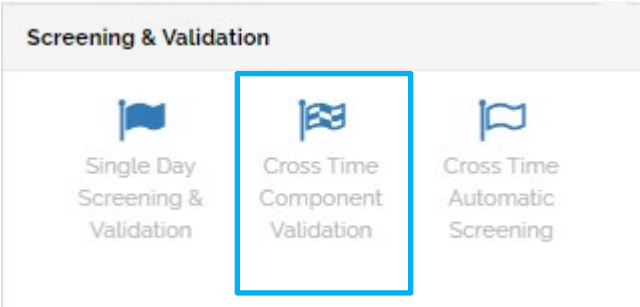
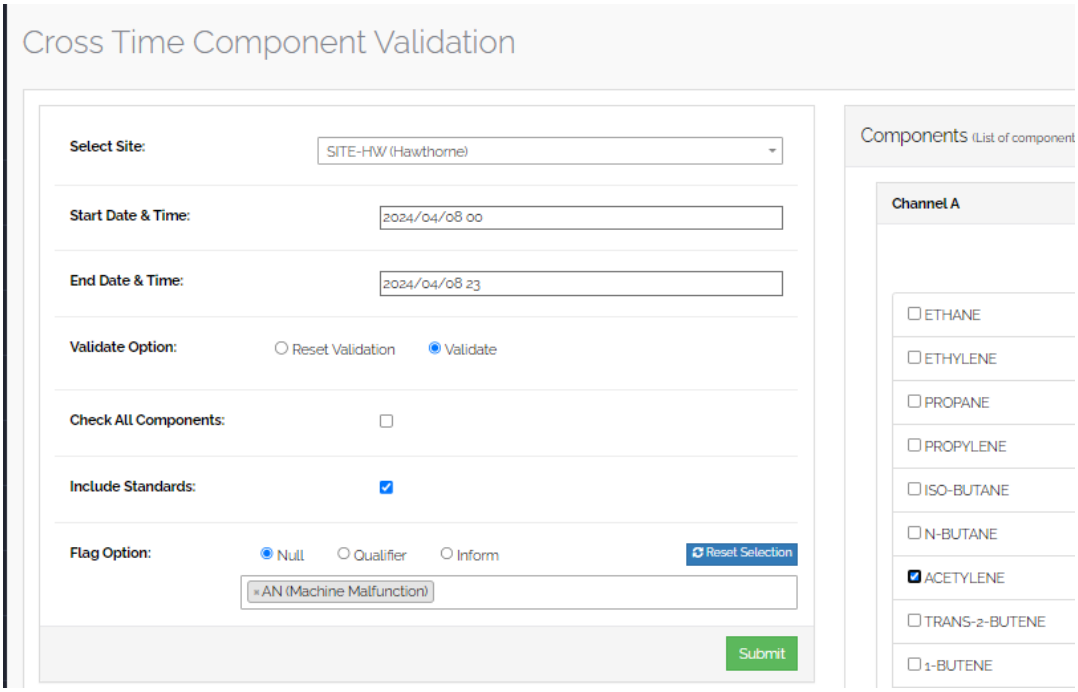

Figure 14 The "Screening & Validation" option in MAX with Cross Time Compound Validation button
Figure 15. The "Screening & Validation" option in MAX with Cross Time Compound Validation button
- The Cross-Time Component Validation option allows the flagged individual or multicomponent by date and hour. Select the Cross-Time Component Validation option and select site, start date & time, component or components and flag options the "Submit" (**Figure 14** and **Figure 15**).